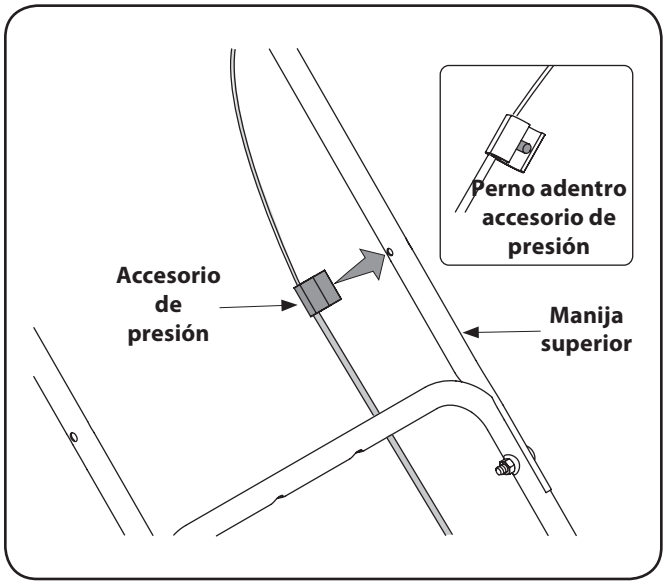
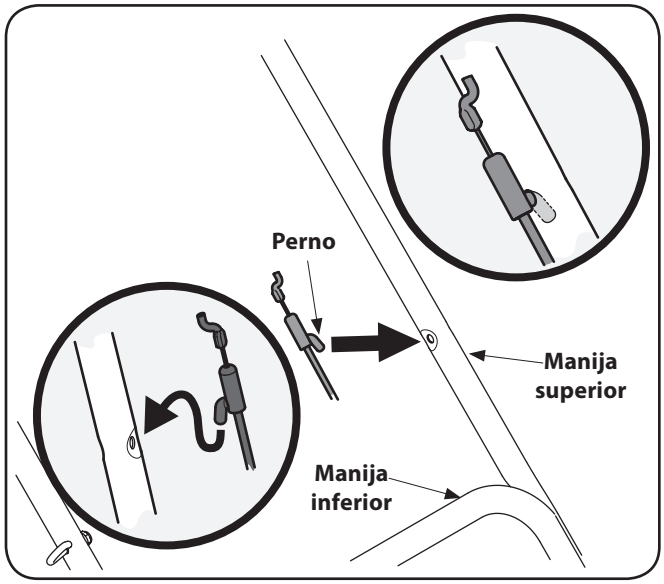

Figure 3-7
Figure 3-8
NOTA: La cortadora ha sido suministrado con uno de los dos tipos de cables de control - que se asegura con un accesorio de presión como se muestra en Figure 3-7 o uno que está asegurada con un pasador como se muestra en Figure 3-8. Tome nota de que el cable suministrado con el cortacésped y siga los pasos apropiados a continuación.
1. Presione el perno que está dentro del accesorio de presión dentro del orificio que se encuentra del lado izquierdo de la manija superior, según se muestra en Figure 3-7.
1. Presione el perno se encuentra en la instalación del cable en el agujero se encuentra en el lado izquierdo del asa superior, como se muestra en Figure 3-8 inserciones.